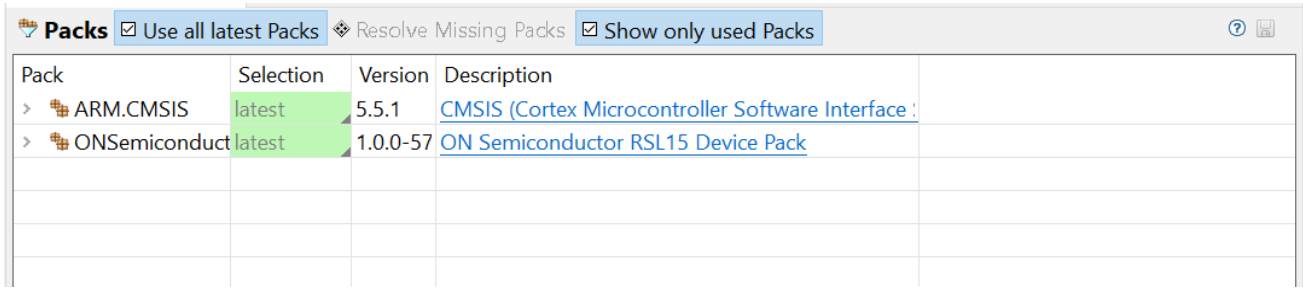

Figure 48. RTE Configuration Perspective After Resolving Pack Dependencies
4. The IDE prompts you to read and accept the license agreement, then installs the missing Packs. The "RTE Configuration Perspective After Resolving Pack Dependencies" figure (Figure 48) illustrates the RTE configuration after resolving missing Packs.